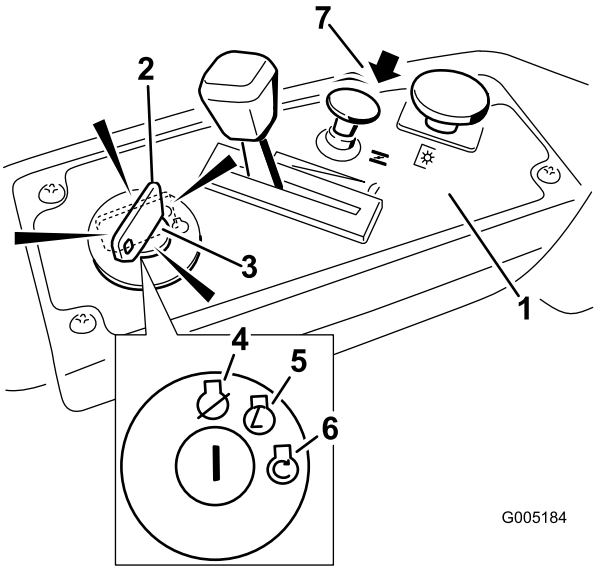

Figur 12
4. Start motoren ved å vri tenningsnøkkelen til Start. Slipp nøkkelen straks motoren starter (Figur 12).
5. Etter at motoren har startet, skyv chokekontrollen ned (Figur 12). Hvis motoren slurer eller er treg, dra opp chokekontrollen og la motoren gå i noen sekunder. Skyv så ned på chokekontrollen. Gjenta dette etter behov.
2. Flytt gasskontrollen til stillingen mellom Hurtig og halv gass (Figur 12).